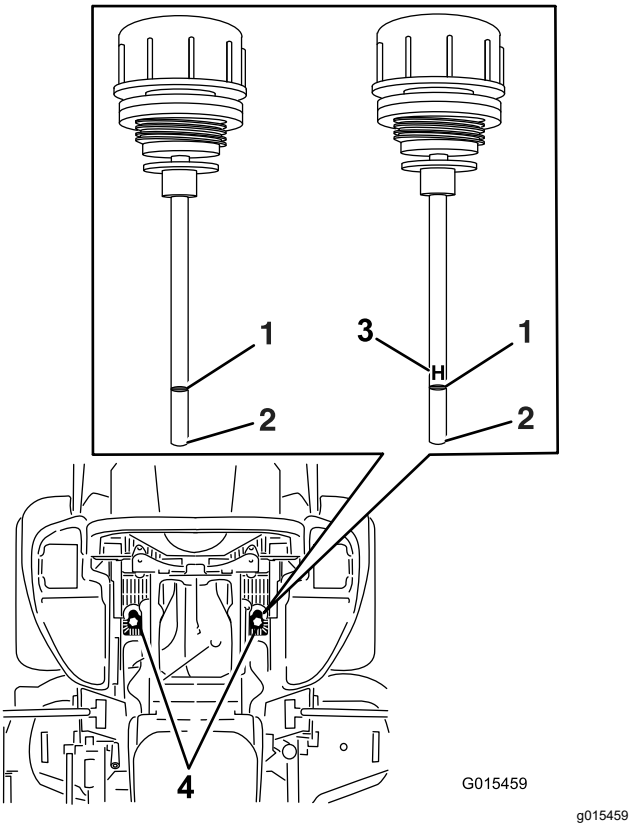

Figur 99
5. Rengjør området rundt peilepinnene på hydraulikksystembeholderne (Figur 99).
6. Fjern én peilepinne fra hydraulikkbeholderen (Figur 99).
8. Dra ut peilestaven, og se på enden (Figur 99).